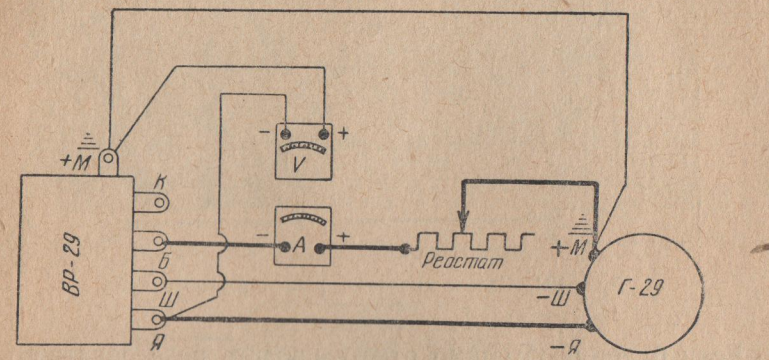

Рис. 103. Схема проверки регулятора напряжения.
2) присоединить к клемме *Б* реле-регулятора провод от отрицательной клеммы амперметра. Положительную клемму амперметра соединить с нагрузочным реостатом. Провод от второго зажима реостата должен быть соединен с массой генератора (рис. 103);
3) присоединить провода от вольтметра к клемме *Б* и массе реле-регулятора, как показано на рис. 103.